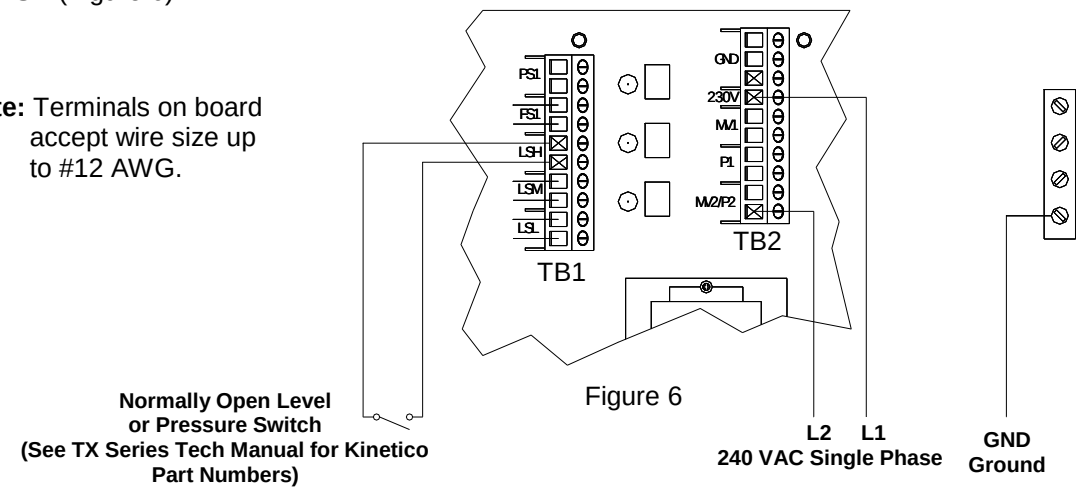

Figure 6
3. Run the 2 conductor cables into the TX RO control panel and connect to the contacts on the controller marked LSH (Figure 6).